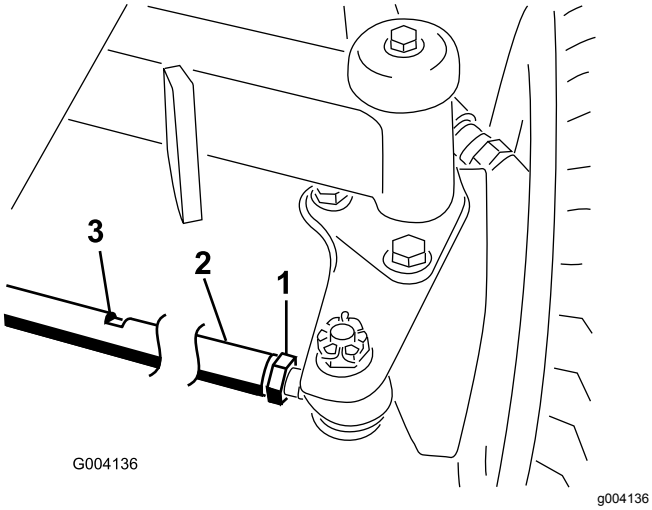

Figuur 57
2. Draai de contramoeren aan de uiteinden van de trommel van de tractiestang los (Figuur 57).